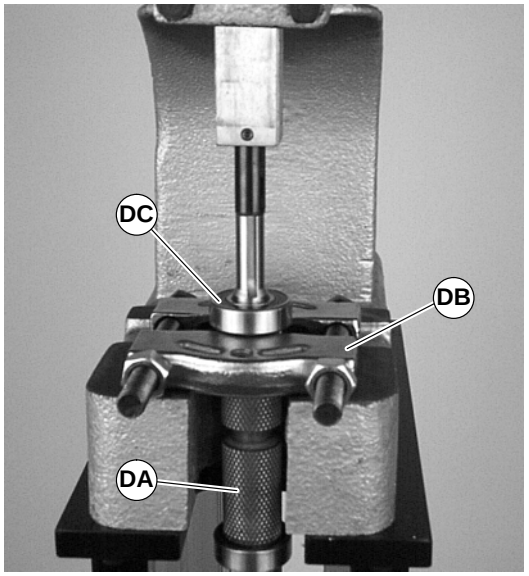

Abbildung 47
1. Die Antriebsrolle (DA siehe Abbildung 47), wie gezeigt, in einem normalen Lagerabzieher (DB) positionieren.